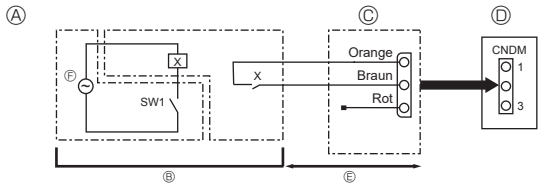

Fig. 8-1
8.1. Lärmschutzmodus (Veränderung vor Ort) (Fig. 8-1)